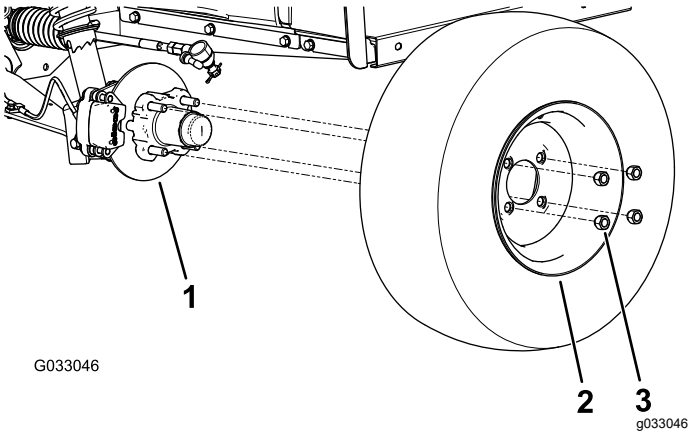

Figura 26
2. Retire las 4 tuercas que sujetan la rueda al cubo (Figura 26).
4. Alinee los taladros de la rueda con los espárragos del cubo y monte la rueda en el cubo con la válvula hacia fuera (Figura 26).
5. Sujete la rueda al cubo usando las tuercas de rueda (Figura 26).